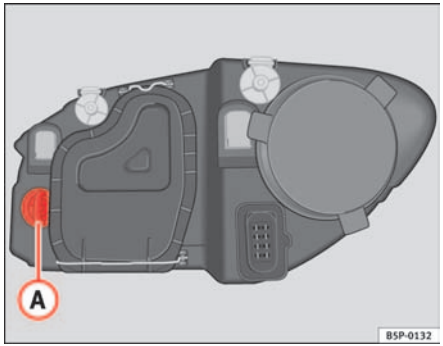

Fig. 179 Turn signal lamps
- Rotate the lamp holder ⇒ fig. 179 (A) to the left and pull.